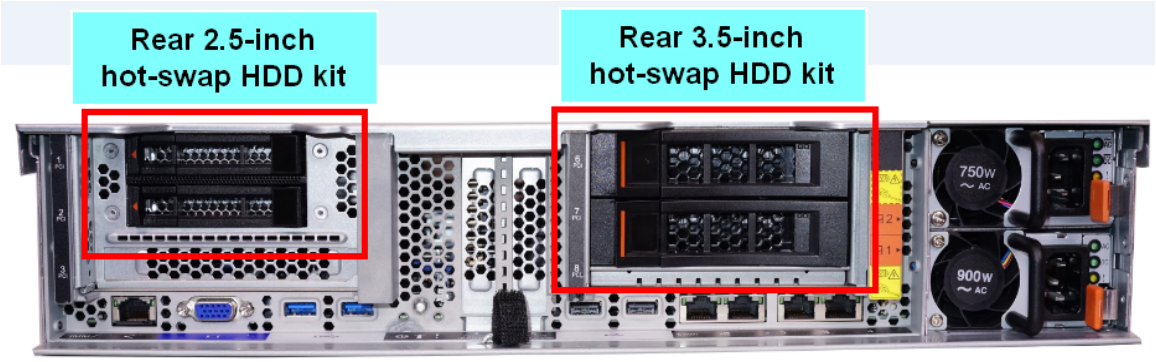

**Figure 21: x3650 M5 with rear 2.5-inch hot-swap HDD and 3.5-inch hot-swap HDD kit**
**Figure 21** shows the x3650 M5 with one rear 2.5-inch hot-swap HDD kit and one rear 3.5-inch hot-swap HDD kit.